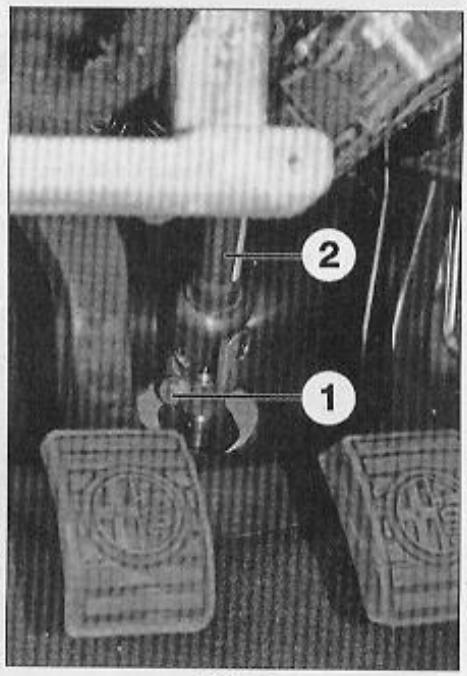

FIG. 2
- Déposer la vis de fixation (1) de l'arbre intermédiaire (2) de la colonne de direction sur le pignon du boîtier de direction (**Fig.2**).